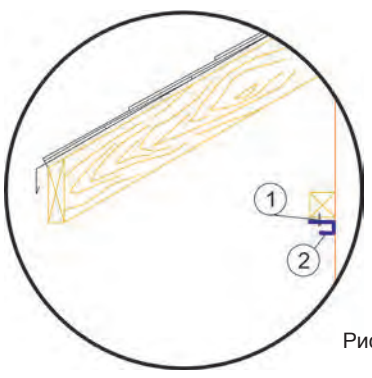

Рис. 1
Закрепите G-планки (2) на направляющих брусках с помощью саморезов (1) (рис. 1).